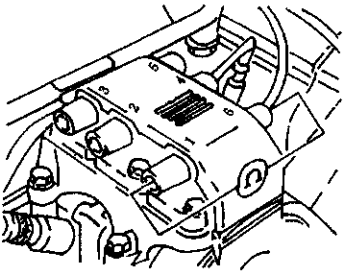

图 3—57
(2) 按图 3—58 所示，把二极管试验灯接在针脚 2 与蓄电池正极之间，灯应亮起；
(3) 若灯未亮，则拔下六个喷油器导线连接器，接通点火开关，然后按针脚 1、3、4 顺序与发动机搭铁间接上二极试验灯以检查线路情况。若试验灯未亮，则检查点火器导线连接器与控制单元导线连接器间的线路有无断路或短路问题。